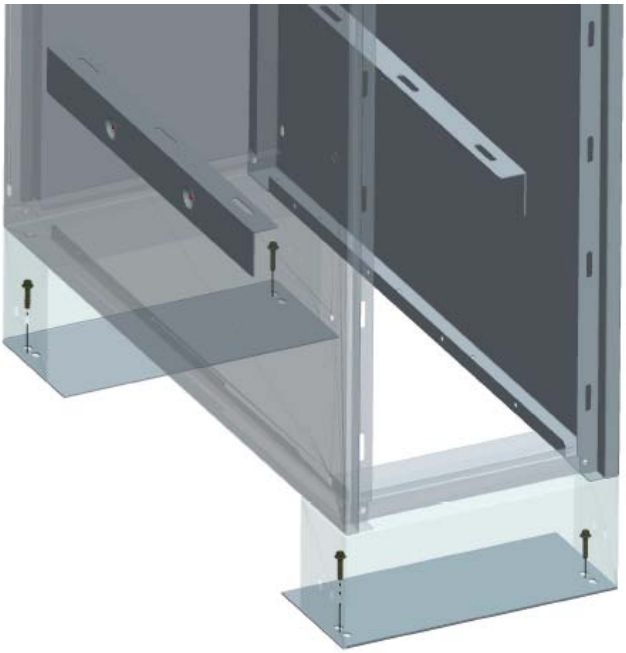

Figure 7: Montage: Fixation de la cellule DF-3
- Ancrer la seconde cellule à l'aide des 4 boulons, dans le sol. Utiliser pour ce faire les trous prévus à cet effet tel que repris dans la Figure 7.